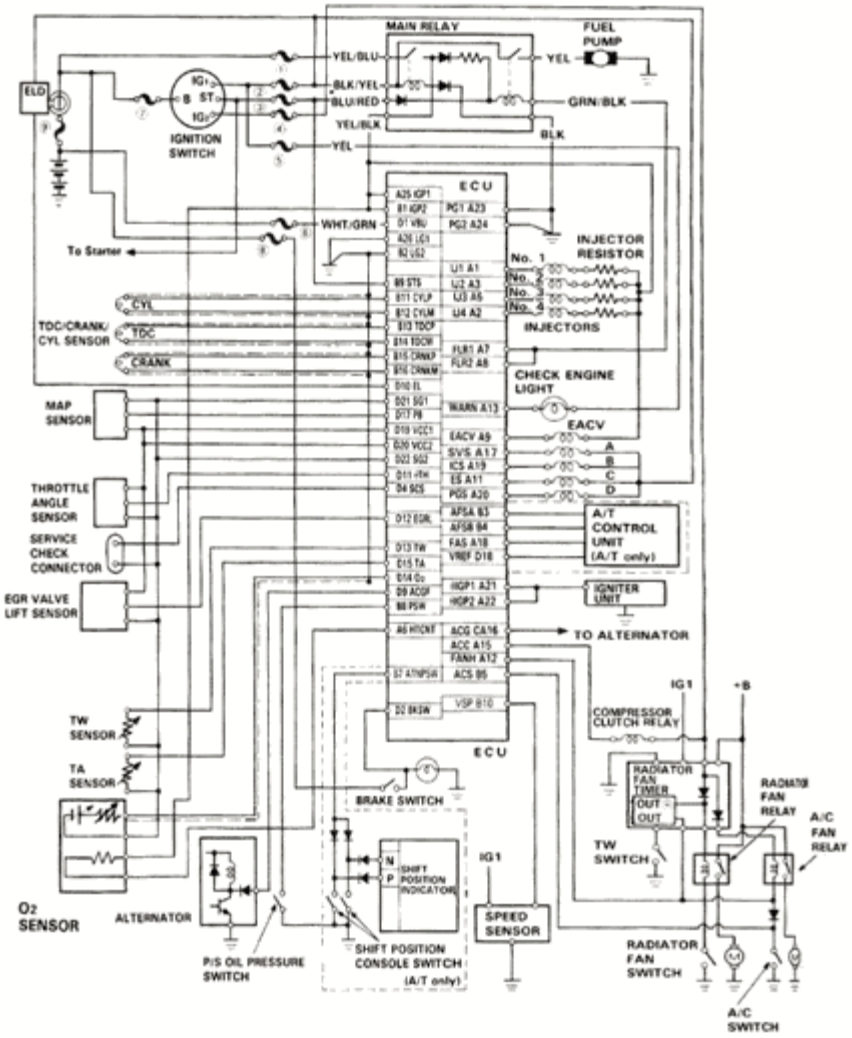

Figura 2.
3. La ECU **no tiene una conexión de trabajo directo entre la ECU y sus sensores de alimentación** (por ejemplo, sensor del cigüeñal -. Ver animación en la figura 2)